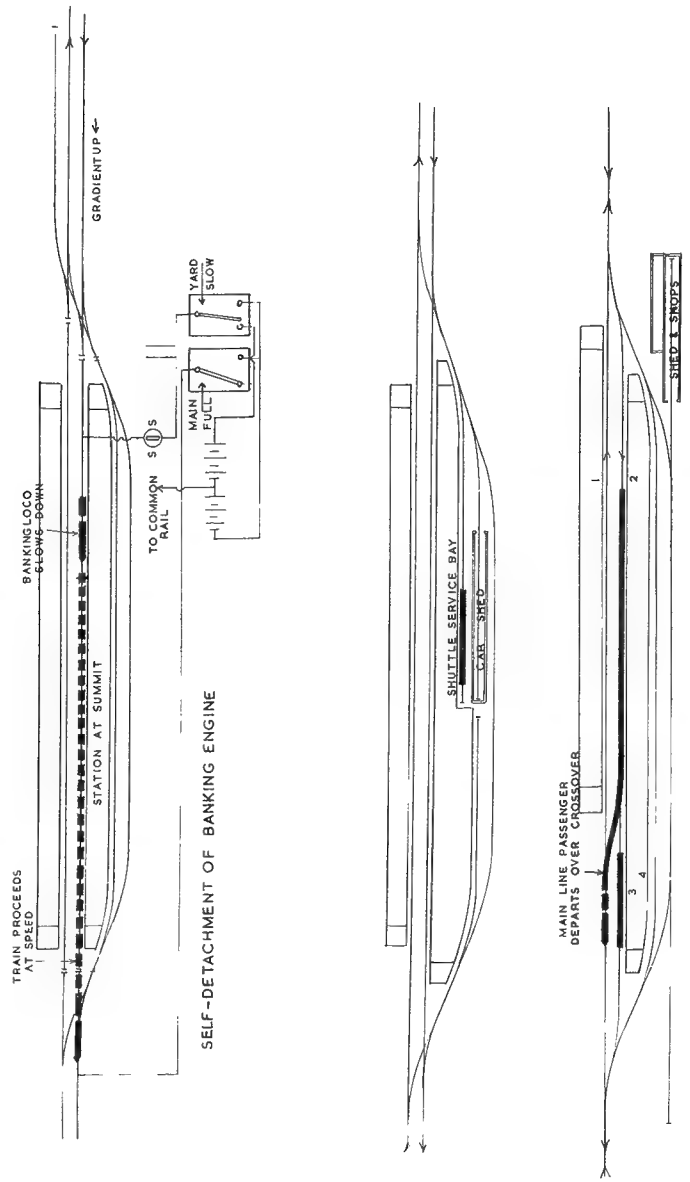

FIG. 10 PLATFORMS FOR RAILCOACH SERVICE
Double-headed trains were a frequent occurrence in earlier days, but in this country it is now the procedure to produce such powerful engines that the practice is falling into disuse. It must be remembered that the procedure is resorted to, as already mentioned, for the purpose of running a light engine to its shed. The use of banking engines over isolated sections of the line is much more frequent, and this is quite a possible recourse in the miniature realm ; indeed it is often essential as in real practice. The worst difficulty in this respect is that of the couplings. Nearly all the automatically operating model couplings require a halt in order to uncouple ; but it is possible to dispense entirely with the coupling on the front end of a banking engine if a bar is soldered across its buffers. There is still, of course, the question of the coupling on the end of the train in front of the banking locomotive, but with careful manoeuvring it is possible to arrange the buffer bar at such a height as not to engage the hook of the van. When this is done with success, it is possible to drop the banking engine without slowing down the banked train, as in real practice. This really amounts to a matter of installing a special lead from the yard control to a section of the track, say, at a station platform. The train is run up the incline possibly at full speed, and when the leading engine has passed over the section—also at full—the yard control is set slow, so that the banking engine draws to a standstill. This arrangement is shown in Fig. 10, upper diagram, and the section-switch (SS) is installed so that the section can also be put to its normal use for a train using the platform.
Railcoaches are an item in passenger operation. These are usually run in the form of a shuttle service—that is, directly backwards and forwards from one terminus to another, or to and from stations serving the coaches as termini. Where this is the rule, the shuttle service will warrant the provision of a short bay in one of the platforms at which the railcoach may arrive and from whence it may leave. In Fig. 10 this idea is elucidated (see the middle plan). Alongside this short bay there is a shed with its own track for the accommodation of the coach or coaches. It may be, however, that the service consists of a circular route, for which